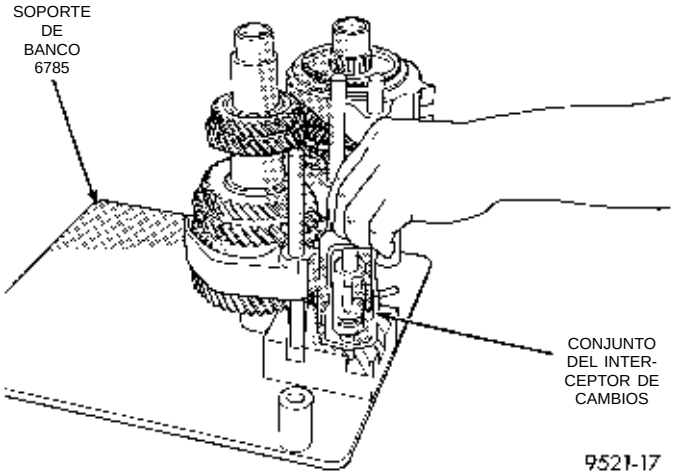

Fig. 54 Desmontaje del interceptor de cambios
(19) Retire el conjunto del interceptor de cambios del soporte de banco (Fig. 54).